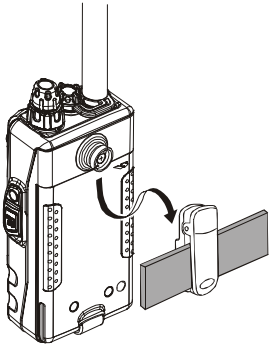

Figure 3
- ❒ To install the **VX-177** into the Quick-Draw Belt Clip, align the hanger with the Quick-Draw Belt Clip, and slide the **VX-177** into its slot until a click is heard (Figure 3).